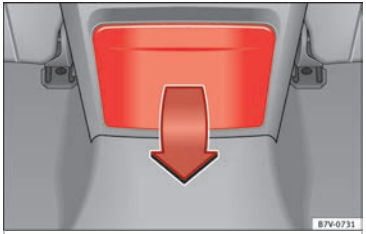

Fig. 191 Centre console, rear section: folding out the drink holder
- To *open*, move the drink holder downwards in the direction of the arrow ››› **Fig. 191**.